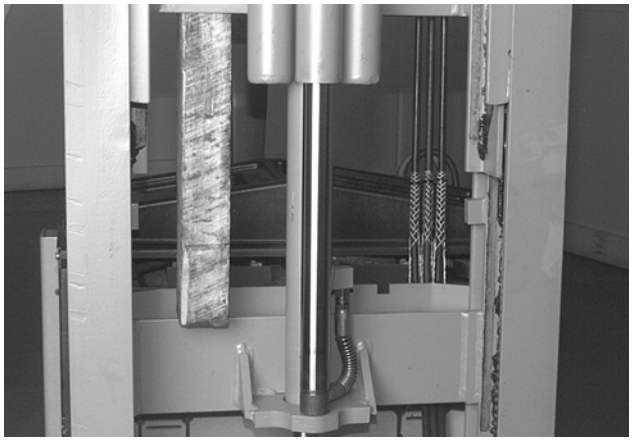

Figure 7-243: Blocking Inner and Outer Telescopics
2. Elevate the inner telescopic enough to place a support block under the inner and outer telescopics. Lower the mast onto the support. Clamp the support in place. See Figure 7-243.
2. Elevate the inner telescopic enough to place a support block under the inner and outer telescopics. Lower the mast onto the support. Clamp the support in place. See Figure 7-243 on page 7-273.